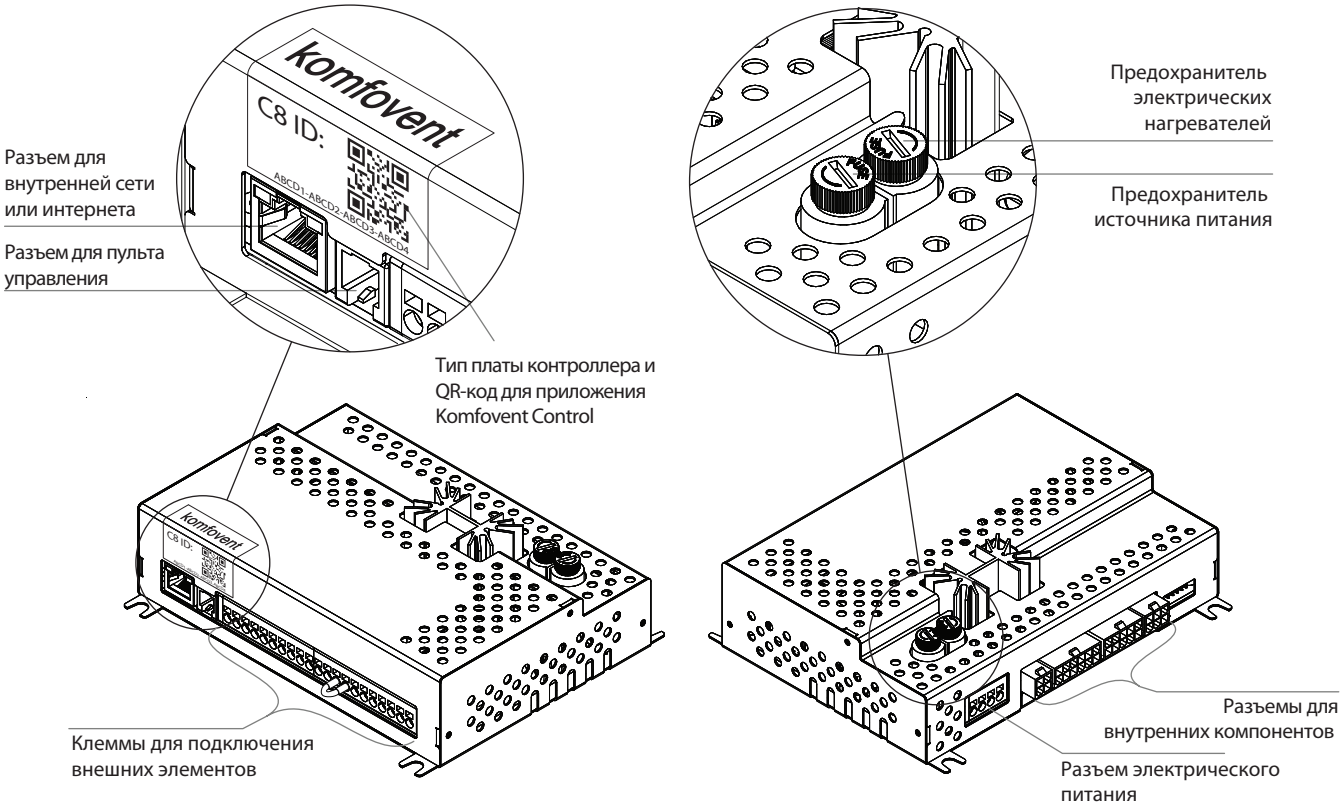

Рис. 10. Главная плата контроллера C8
- Изображенная здесь нумерация клемм подходит только для платы контроллера C8. Прежде чем подключать внешние элементы, проверьте тип платы, указанный на наклейке на передней части контроллера (см. рис. 10).
Рекомендуется прокладывать провод пульта таким образом, чтобы рядом с ним не было электрических питающих проводов или более мощного электрического оборудования (вводного электрического шкафа, электрического водонагревательного котла, блока кондиционера воздуха и т. д.). Провод можно продеть через полости на спинке или в нижней части пульта (руководствуйтесь инструкцией по монтажу, прилагаемой к пульту). Провод пульта к плате контроллера C8 подсоединяется при помощи предназначенного для этого гнезда (разъем RJ9; см. рис. 10) или к клеммам для подключения внешних элементов.
Установкой можно управлять не только при помощи пульта управления, но и при помощи компьютера или смартфона. В таких случаях вентиляционную установку следует подключить к внутренней компьютерной сети или к интернету. При пмощи компьютера установкой можно управлять через веб-браузер, а при помощи смартфона – через приложение Komfovent Home или Komfovent Control. К компьютерной сети вентиляционная установка подключается при помощи кабеля типа CAT5 (разъем RJ45; см. рис. 10). Общая длина кабеля между установкой и сетевым маршрутизатором не должна превышать 100 м.
- Самый простой способ управления установкой по интернету – при помощи смартфона с использованием приложения Komfovent Control. Запустите приложение в телефоне (в нем должен быть доступ к интернету). При первом соединении приложение запросит сканирование QR-кода в передней части платы контроллера (см. рис. 10). После сканирования кода будет автоматически настроена связь с установкой (более подробную информацию о приложении Komfovent Control можно найти в «Руководстве пользователя Domekt»).